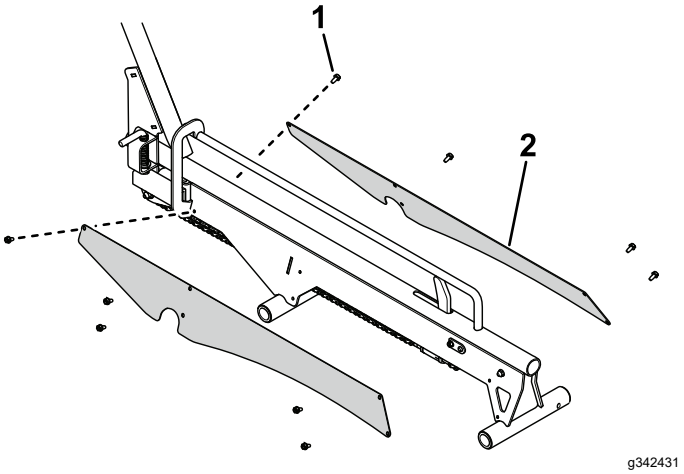

**Figuur 8**
10. Gebruik 10 zeskantschroeven om de kettingdeksels aan de oprijplaten te bevestigen (Figuur 8).